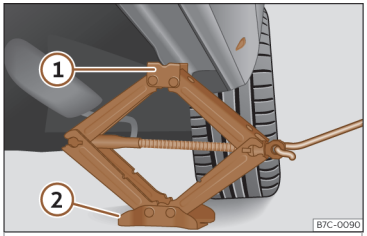

Fig. 39 Larguero: colocación del gato del vehículo.
- Gire la manivela del gato, situado bajo el punto de apoyo del larguero, para elevarlo hasta que la pestaña ① ››› **fig. 39** quede situada bajo el alojamiento previsto.
- Alinee el gato de modo que la pestaña ① "agarre" en el alojamiento previsto del larguero y la placa base móvil ② quede apoyada en el suelo. La placa base ② debe caer en la vertical respecto al punto de apoyo ①.